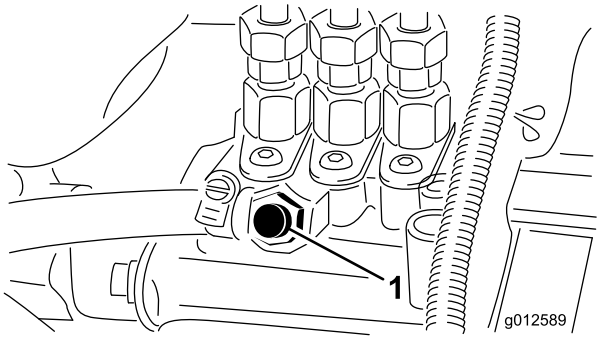

Figur 34
5. Åpne lufteskruen på pumpen for drivstoffinnsprøyting (Figur 34).